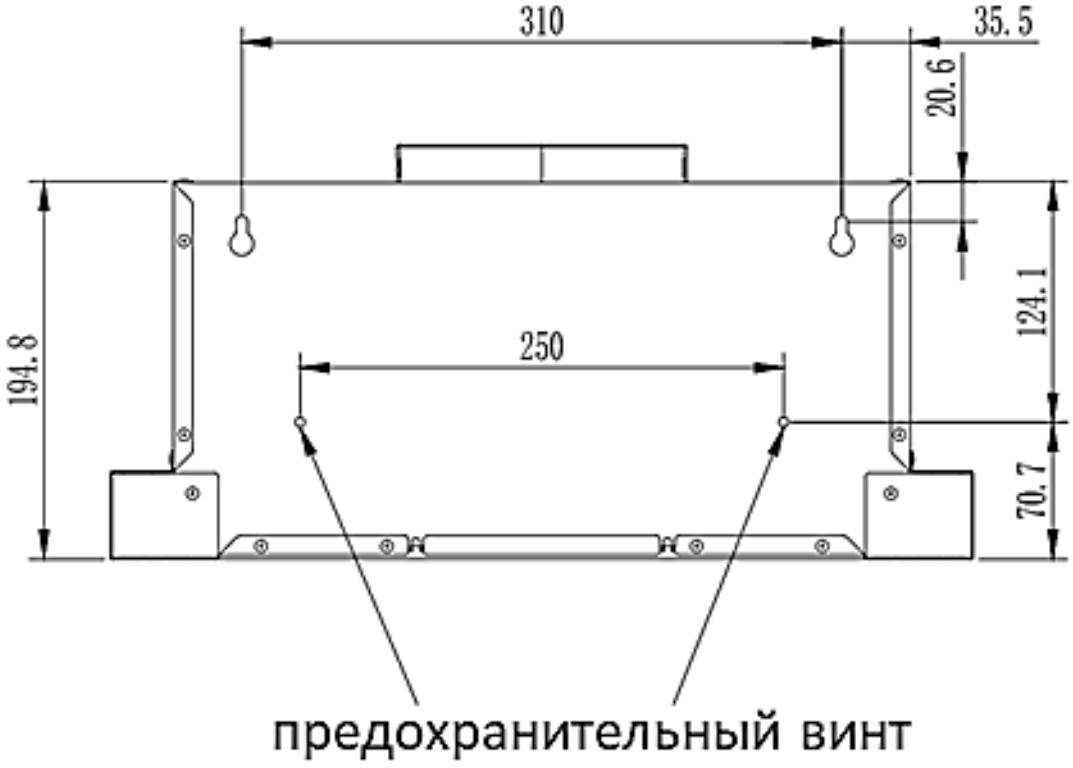

Рис.7
3. Зафиксируйте вытяжку с помощью предохранительных винтов. Отверстия для них расположены на задней стенке устройства (рис. 7)